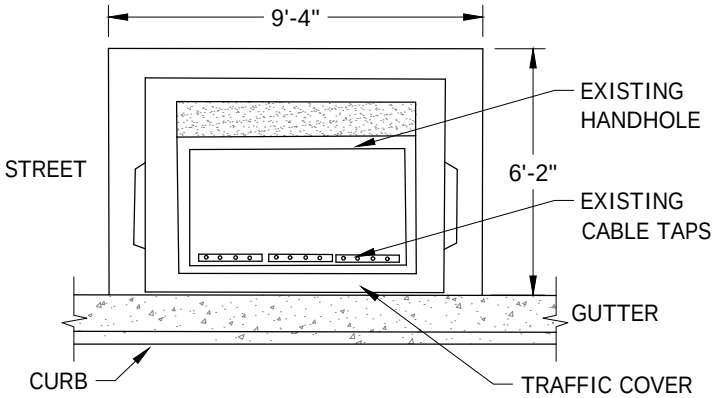

FIGURE 8
B. AFTER THE LOCATION IS ESTABLISHED, MARK OUT DIMENSIONS FOR THE EXCAVATION WIDTH, LENGTH AND DEPTH PER FIGURE 8. THE WIDTH AND LENGTH DIMENSIONS GIVEN ALLOW AN EXTRA 8 INCHES FOR SETTING THE SUBSTRUCTURE.